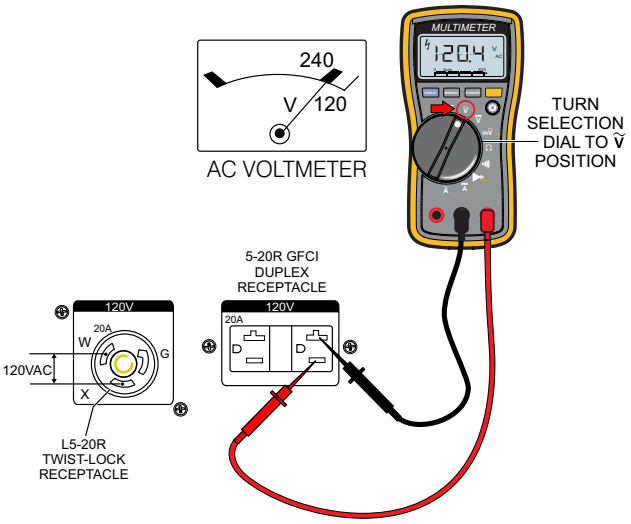

Figure 27. 120V Twist-Lock/GFCI Receptacles
13. Read voltmeter on front panel of generator (Figure 27) and verify that 120 VAC is displayed. Using an external voltmeter as shown in Figure 27, verify that 120 VAC is present at the 120V twist-lock and GFCI duplex receptacles.